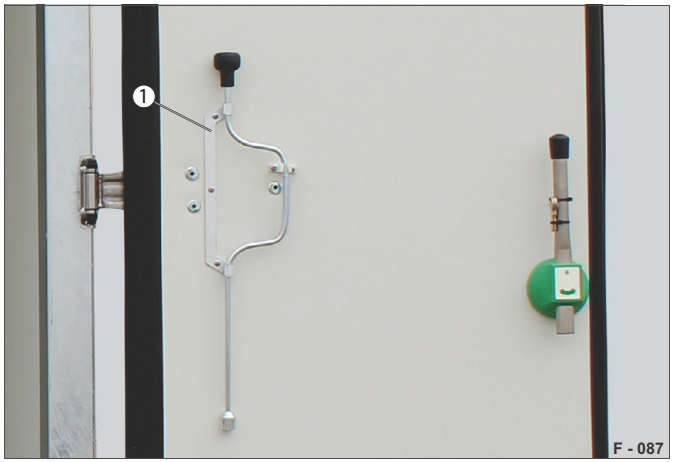

Abb. 29 Klika, zajištěná
▶ Vyjměte kliku z klikového držáku (Abb. 29/1).